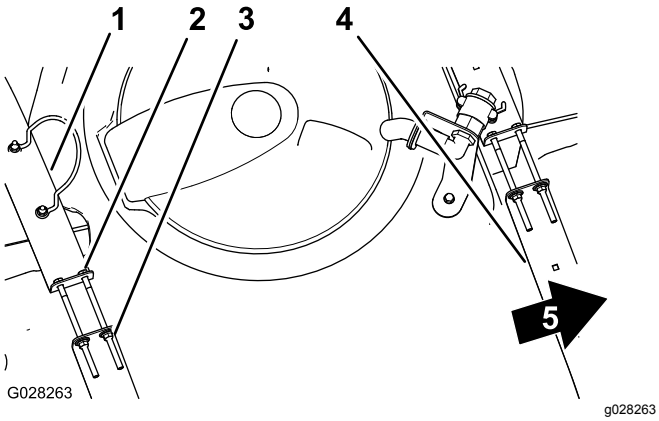

Figuur 81
2. Controleer of u de tankbanden op de tank kunt bewegen (Figuur 81).
3. Als de tankbanden te los om de tank heen zitten, draai dan de flensborgmoeren en de bouten bovenaan de banden aan tot de banden gelijk komen met het oppervlak van de tank (Figuur 81).